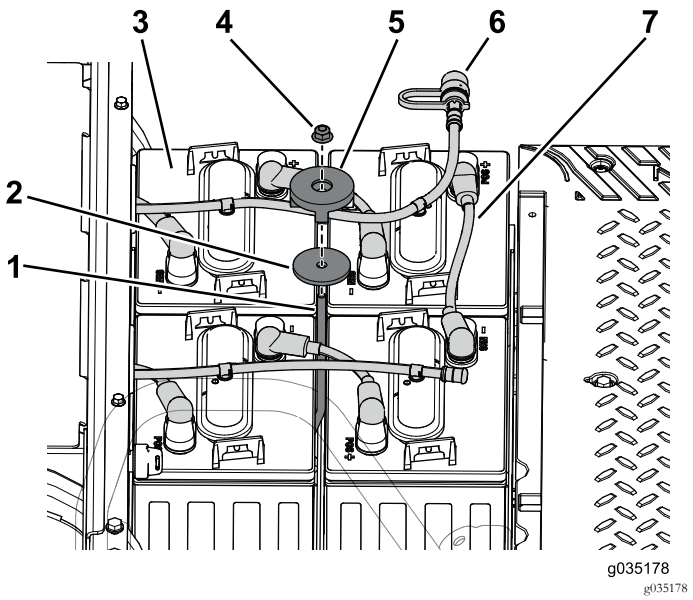

Figur 56
1. Fjern flensmutteren, batteritilholderen og skiven som fester batteriene til batteriholderen (Figur 56).
2. Koble vanningsslangen fra batteriene i den fremre batteriholderen (Figur 56).